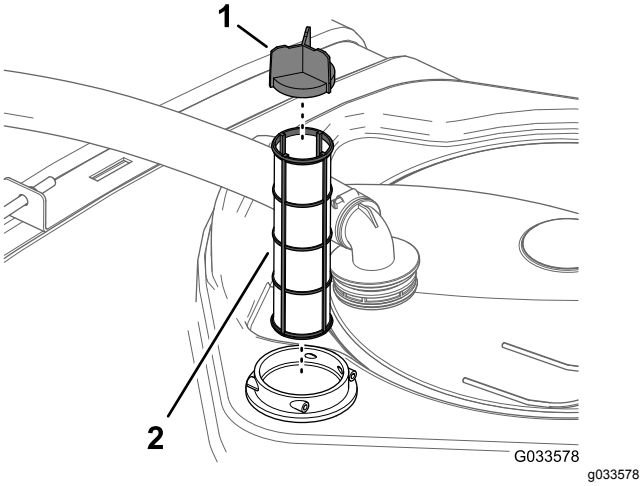

Rysunek 29
4. Wyciągnij sito wlotowe z obudowy filtra w zbiorniku (Rysunek 29).